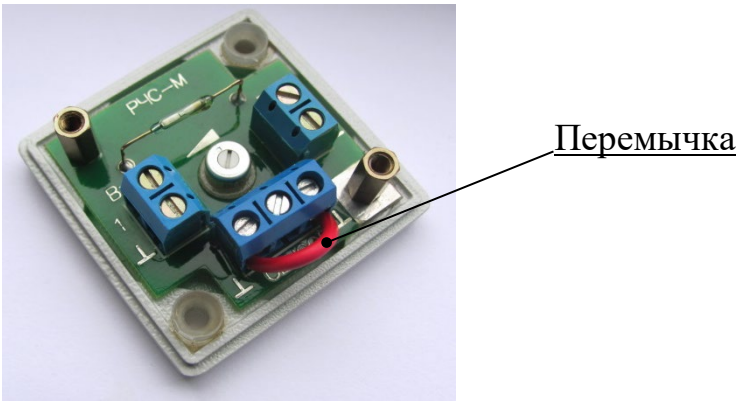

Рисунок 2.9
2.2.4.7 На РЧС-М, которые не задействованы при оборудовании конкретной экспозиции, для обеспечения целостности линии соединения сенсоров, временно устанавливают перемычки на крайние клеммы разъема «Х3» (рисунок 2.9).